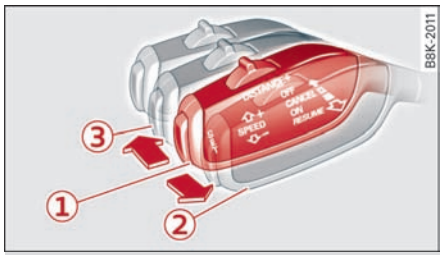

图 106 选档杆
▶ 把操纵杆向胸前拉到位置 ② ⇨ *78 页，图 106*。